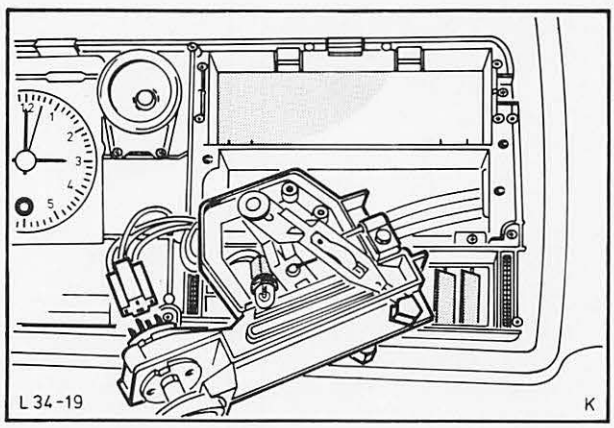

Abb. 19 Bedienungsschalter montieren
7. Bedienungsschalter komplett mit Bowdenzügen einsetzen. Fassung – Symbolbeleuchtung eindrehen und Kabelstecker Schalter – Gebläse aufstecken, Abb. 19. Bedienungsschalter festschrauben.